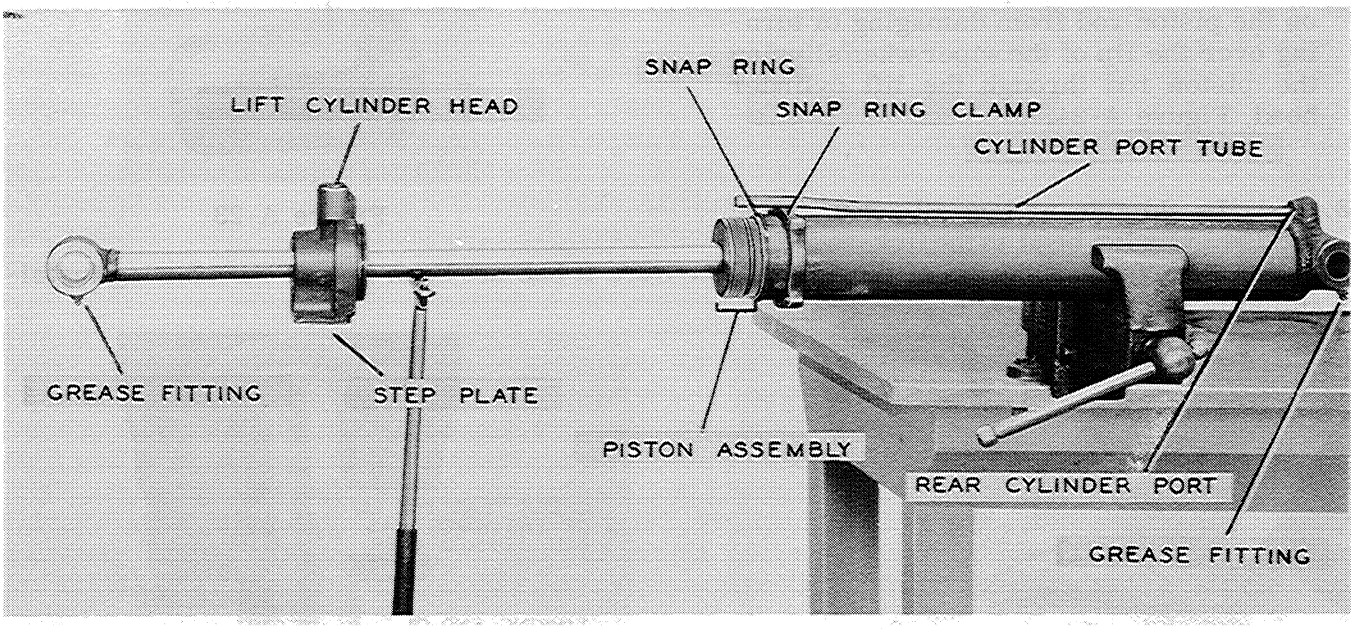

Figure A-26
6. Place the lift cylinder in a bench vise. Tighten the vise just enough to hold the cylinder and install the snap ring clamp and the snap ring, Figure A-26.
7. Install the "O" rings in the lift cylinder head and rear cylinder port, Figure A-26.
8. Insert the cylinder port tube in the rear cylinder port taking care not to damage the "O" ring, Figure A-26.
9. Use a stand similar to the one shown in Figure A-26, to align the piston rod and piston assembly with the lift cylinder, insert the piston assembly in the lift cylinder, and push the piston rod and piston assembly all the way into the lift cylinder.